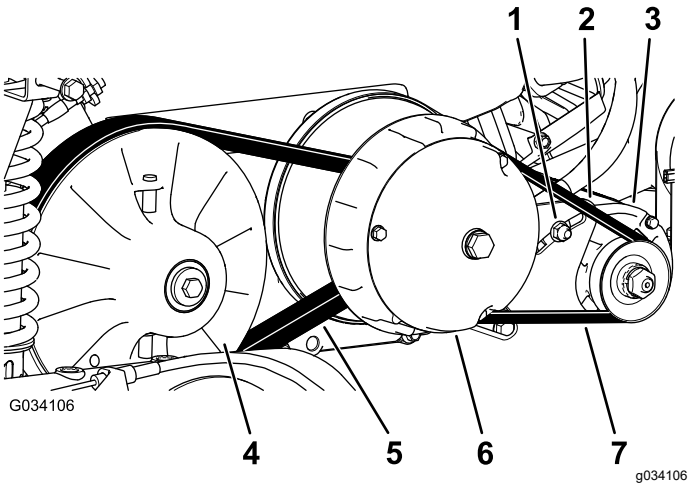

Rysunek 66
6. Obróć i sprawdź pasek (Rysunek 66) pod kątem nadmiernego zużycia lub uszkodzeń.
3. Obróć i poprowadź pasek nad sprzęgłem wtórnym (Rysunek 66).
4. Zdejmij pasek ze sprzęgła pierwotnego (Rysunek 66).
5. Nałóż nowy pasek na sprzęgło pierwotne (Rysunek 66).
6. Obróć i poprowadź pasek nad sprzęgłem wtórnym (Rysunek 66).
2. Odkręć nakrętkę obrotową rozrusznika z generatorem (Rysunek 66).
4. Naciśnij łom w dół, aby przekręcić rozrusznik do dołu w otworze, dopóki napięcie paska nie wyniesie 6 mm przy przyłożeniu siły 44 N·m (Rysunek 66).
5. Dokręć mocno nakrętkę obrotową i wyjmij łom (Rysunek 66).